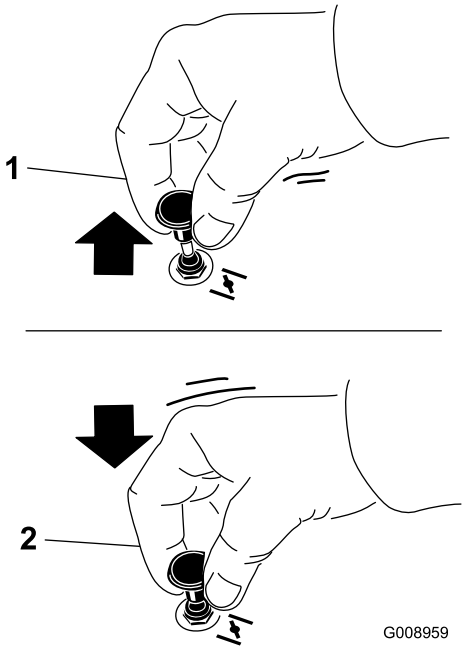

**Figur 13**
2. Dra opp chokeknappen for å koble til choken før du bruker tenningsbryteren (Figur 13).
3. Dra ned choken for å koble den fra når motoren har startet (Figur 13).